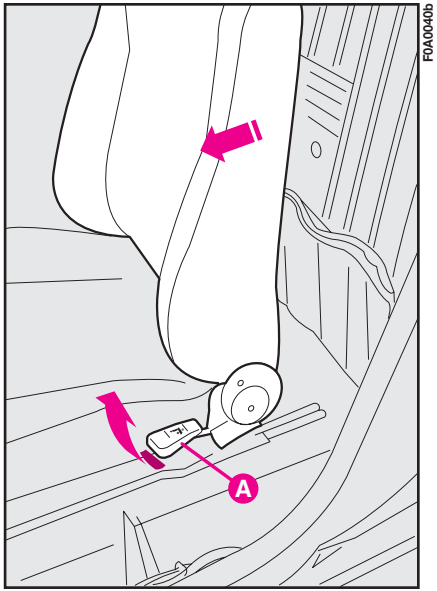
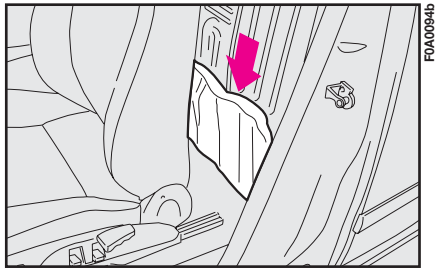
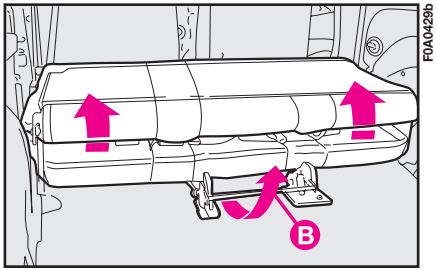
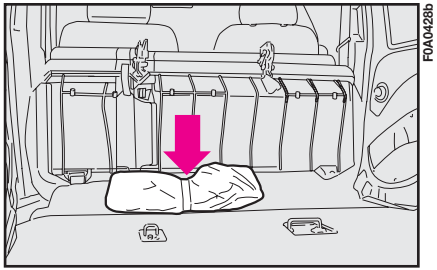

fig. 2
fig. 3
fig. 4
fig. 5
4) Déplacer vers l'avant le dossier du siège AVG (pour les versions Fiat Doblò Cargo) en soulevant le levier **A-fig. 2** pour pouvoir prendre la trousse, en décrochant l'élastique de retenue, comme l'indique la figure **fig. 3** ou bien soulever la banquette AR (pour les versions Fiat Doblò Transport personnes) avec le levier **B-fig. 4** pour pouvoir prendre la trousse, en décrochant l'élastique de retenue, comme l'indique la **fig. 5** et l'apporter auprès de la roue à remplacer.